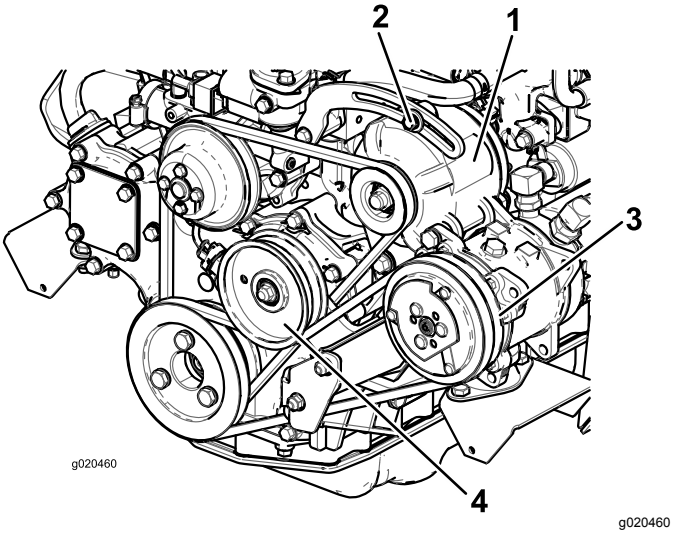

Figuur 101
Als de speling geen 10 mm bedraagt, moet u de montagebouten van de wisselstroomdynamo losdraaien (Figuur 101).
Controleer de conditie en de spanning van de riem (Figuur 101) om de 100 bedrijfsuren.
2. Als de speling niet correct is (10 mm), moet u de montagebout van de spanpoelie losdraaien (Figuur 101). Verhoog of verminder de spanning van de compressorriem en draai de bouten vast. Controleer nogmaals de speling van de riem om zeker van te zijn dat de spanning correct is.